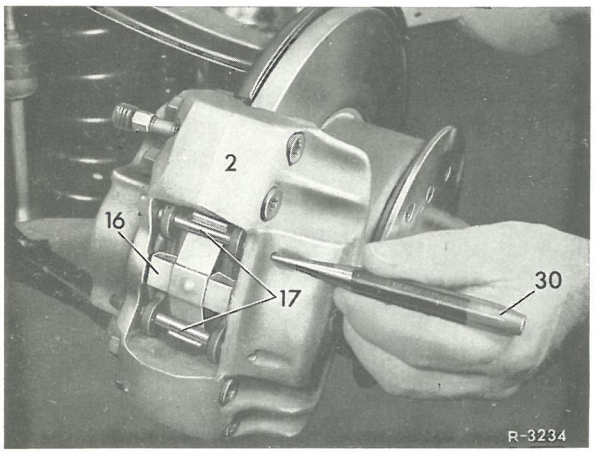

Fig.42-3/9
1 Bremseklodserne tages af. Forinden ma skaktdækslet dog tages af.Holdestifterne(17) slås ud af bremsetangen(2)med en dorn.Krydsfjeder(16)og bremseklodser tages af( fig. 42-3/9).